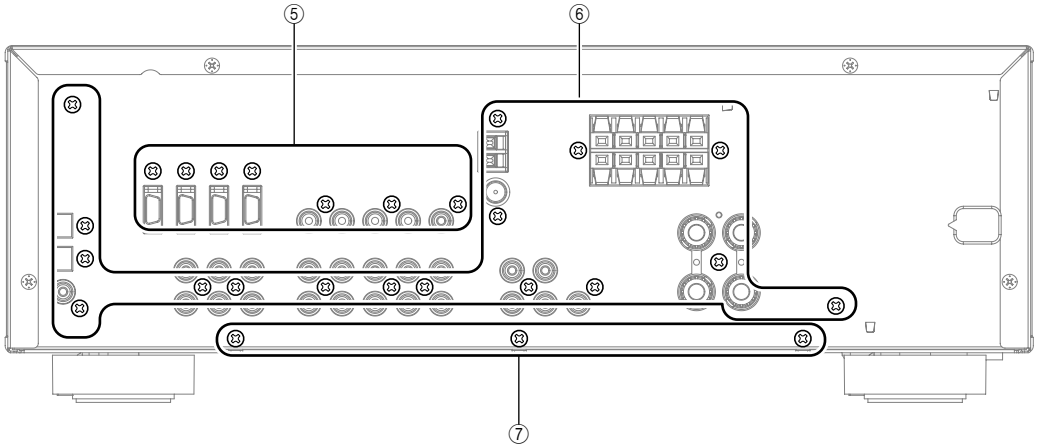

Fig. 3
b. Remove 7 screws (⑤). (Fig. 3)
b. ⑤のネジ7本を外します。(Fig. 3)
a. Remove 17 screws (⑥), 3 screws (⑦) and 2 screws (⑧) (R, L models). (Fig. 3)
a. ⑥のネジ17本、⑦のネジ3本を外します。(Fig. 3)
b. Remove 3 screws (⑦). (Fig. 3)
b. ⑦のネジ3本を外します。(Fig. 3)